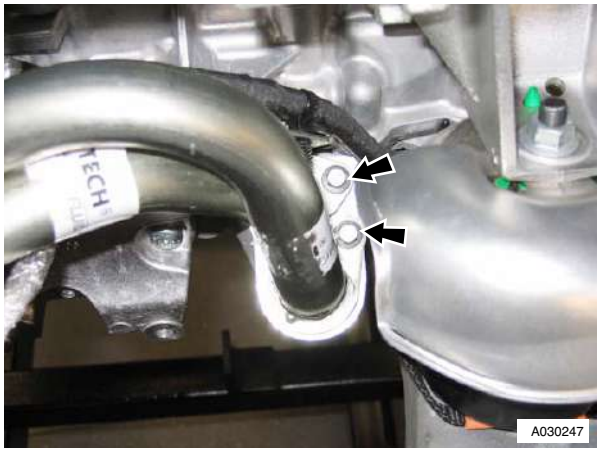

Figure 10
20. Remove bolts (x2) securing inlet and outlet oil pipes to sump (see Figure 10).